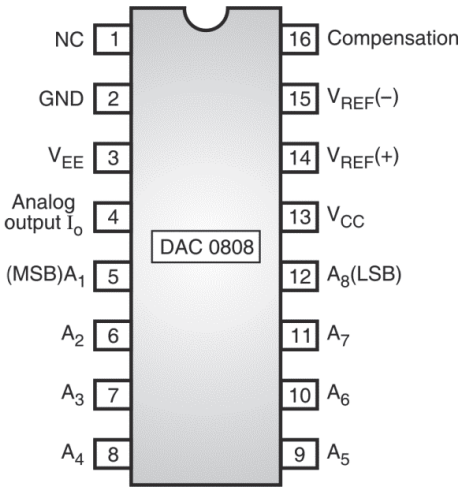

Fig. 4.32.1(a) : Pin configuration of DAC 0808
- The pin configuration and functional block diagram of DAC 0808 are as shown in Figs. 4.32.1(a) and (b) respectively.